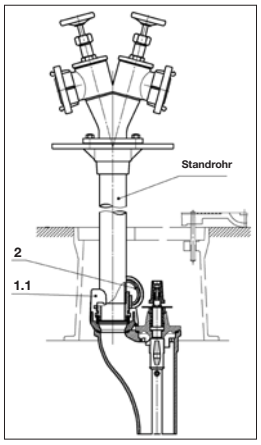

Abbildung 3
- Selbstschließenden Klauendeckel (2) öffnen. Standrohr aufsetzen und fixieren. **Zuerst Standrohrventil komplett öffnen, danach das Hauptabsperrventil des Hydranten (Abb. 3).**
- Selbstschließender Klauendeckel (2) schließt nach Abnehmen des Standrohres selbsttätig. Straßenkappe verkehrssicher verschließen. Hydrant ist betriebsbereit.
- Das Regeln der Entnahmemenge ist nur mit den im Standrohr eingebauten Ventilen zulässig (Abb. 3).